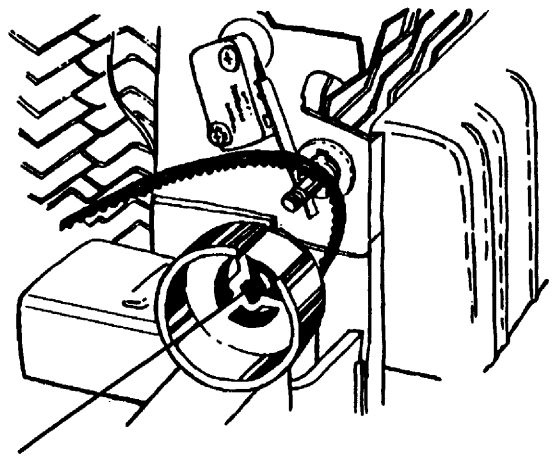

Рис. 1 Снятие переднего кулачка индексирования
2. (Рис. 1) Снимите передний кулачок индексирования.